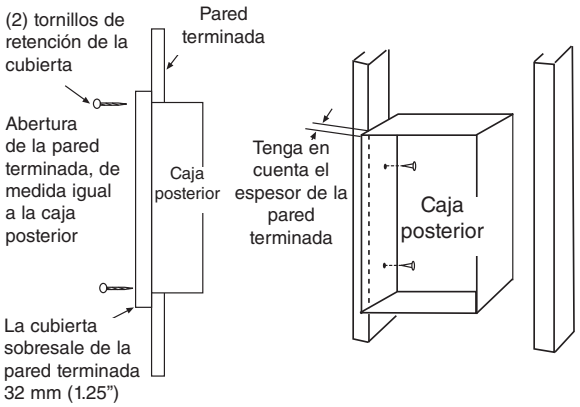

Figura 2
1. Determine cuál de los lados de la caja posterior va a montarse contra un travesaño o viga de techo (vea la Figura 2). Al instalar la caja posterior, tenga en cuenta el espesor de la superficie terminada. El borde de la caja posterior debe instalarse enrasado con la superficie terminada. En el costado de la caja posterior se han provisto marcas para paredes terminadas de 13 mm (1/2”) y de 16 mm (5/8”).
3. Coloque la caja posterior en la ubicación deseada del travesaño o viga y asegúrela mediante clavos o tornillos, como se muestra en la figura 2.
NOTA B: en los lados de la caja posterior se han provisto agujeros de guía para tornillos para chapa Nº 8 (vea la Figura 2).
1. Determine cuál de los lados de la caja posterior va a montarse contra un travesaño de pared o viga de techo. Vea la Figura 2.